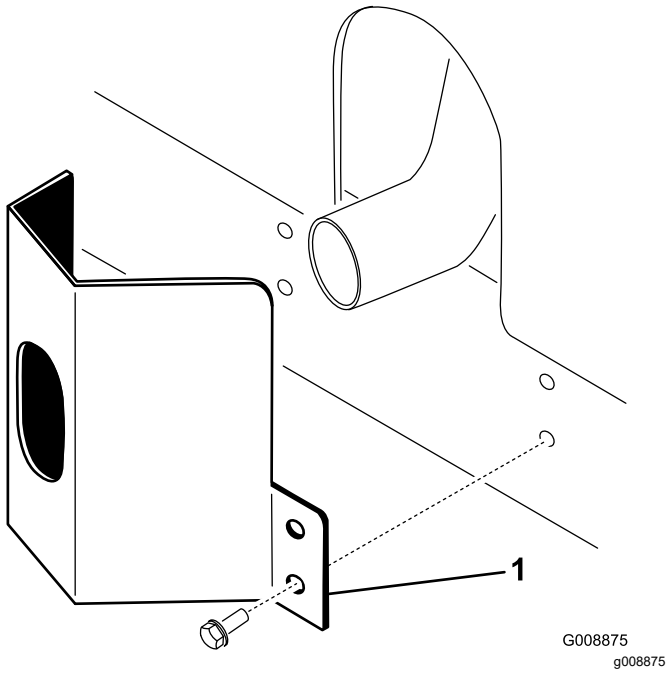

Figura 11
1. Coloque a cobertura do escape à volta da panela do escape, enquanto estiver a alinha os orifícios de montagem com os orifícios no chassis (Figura 11).
2. Prenda a cobertura do escape ao chassis utilizando 4 parafusos autorroscantes (Figura 11).